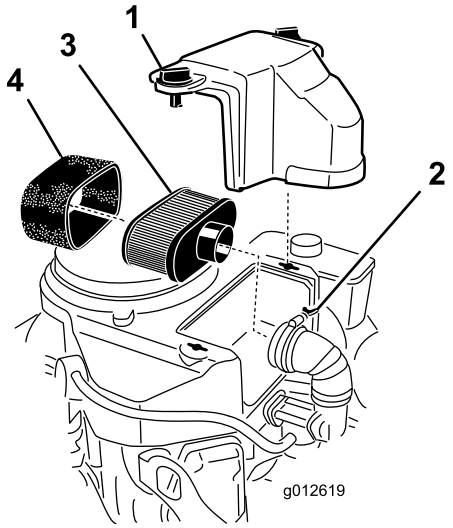

Figuur 41
3. Maak de omgeving van het luchtfilter schoon om te voorkomen dat vuil in de motor komt en schade veroorzaakt (Figuur 41).
4. Draai de dekselknoppen los en verwijder het luchtfilterdeksel (Figuur 41).
5. Draai de slangklem los en verwijder het luchtfilter (Figuur 41).
6. Trek het schuimelement voorzichtig van het papierelement af (Figuur 41).
Opmerking: Als het papierelement zeer vuil is, vervang het dan door een nieuwe papierelement (Figuur 41).
1. Schuif het schuimelement voorzichtig op het papierelement (Figuur 41).
2. Monteer het luchtfilter op de luchtfilterbasis of de slang en zet het vast (Figuur 41).
3. Monteer het luchtfilterdeksel en zet dit vast met de dekselknop (Figuur 41).